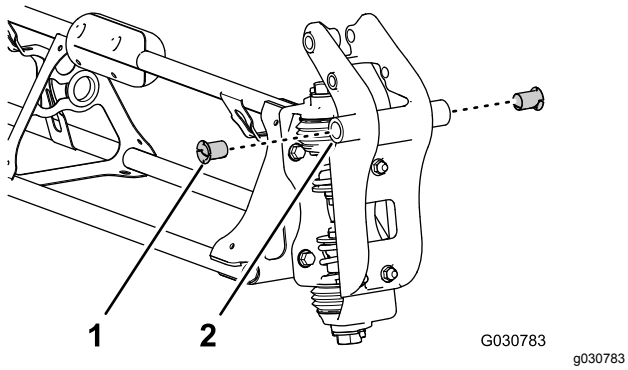

**Figur 99**
2. Indsæt en nylonflangebøsning i de 31,8 mm huller i hver side af drejefittingen (Figur 99).